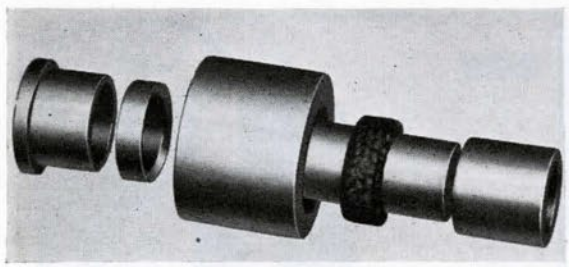

Figure 176
(1) Trim butt ends of packing, if necessary, to obtain a flush joint.
(2) Slip packing on arbor of packing preforming tool. **(WE234B)**
(3) Slip long and short sleeves on arbor and insert arbor assembly into tool body.
(4) Place bushing against either sleeve and clamp entire assembly between vise jaws (Fig. 176).
(5) Tighten vise to form packing;